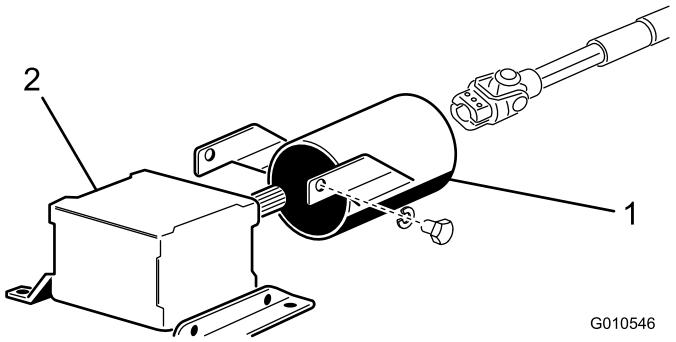

Figur 8
3. Fjern de 2 bolte og låseskiver, der fastgør kraftudtagsafskærmningens monteringsbeslag på gearkassen (Figur 8). Gem fastgørelsesanordningerne til fremtidig montering.
4. Skub kraftudtagsakslens afskærmning på kraftudtagsakslen – placer afskærmningen som vist i Figur 8.